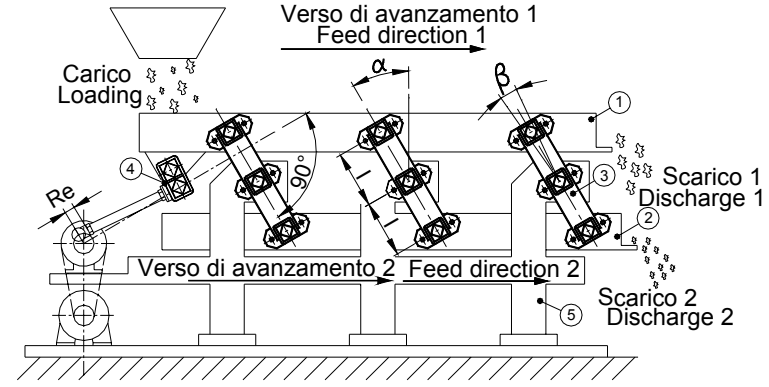

Fig.3
在动力和惯性力极高的情况下，在对输送机运作功能和效率有极高要求时，建议使用具备重块和平衡重块的振动系统，这样设备所受的应力不完全由底座承担而是机动性地由两份振动重体分担。图 3 显示一架使用曲柄连杆制动的两份平衡重块的振动输送机的简图。这项设备包括由 **TD-S** 悬架支撑的槽，槽通过作为弹性接头的 **AD-P** 弹性组件驱动。在这些具双重块的输送机中可在上端滑动渠或下端平衡重块同样驱动。另外还利用 **TD-F** 代替 **TD-S**，这些产品唯一不同之处为如下所示的不同安装方式。滑动渠 (1)与平衡重块 (2) 具同等重量，因此在振动过程中，两份重块因作相反的运动而取得动力平衡。这项系统另外还可能使用平衡重块的振动而获得与上端滑动渠运送方向相同的第二滑动渠。
With high dynamic and inertial forces, and any time there is the need for an efficient and high-performance conveyor, we recommend that you use an oscillation system with mass and counter mass because stresses are never completely discharged in foundations but dynamically compensated by the two oscillating masses. Figure 3 illustrates the diagram of a two-balanced-mass oscillating conveyor actuated by a connecting-rod/crank device. This plant consists of a chute supported by TD-S suspensions and enabled by an AD-P elastic element that acts as the elastic joint. These two-mass conveyors can be operated both from the upper sliding channel and the lower counter mass. As an alternative, TD-S can be replaced by TD-F which differs only in the coupling procedures as illustrated below. The sliding channel (1) and the counter mass (2) have the same weight. Therefore, while they oscillate, their two masses are dynamically balanced because one moves in the opposite direction to the other. This system also allows to exploit the oscillation of the counter mass to obtain a second sliding channel with the same direction of the upper one.